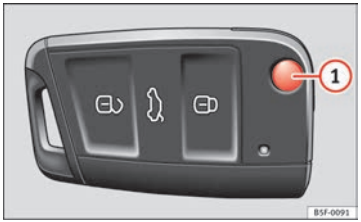
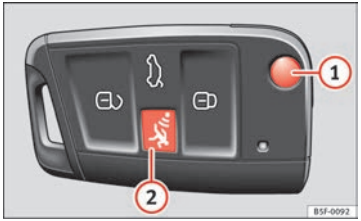

Fig. 45 Vehicle key
Fig. 46 Vehicle key with alarm button
Press button (1) ⇒ Fig. 45 or ⇒ Fig. 46 to unlock and unfold the key shaft.
- If buttons ⇒ Fig. 45 or ⇒ Fig. 46 on the vehicle key, or one of the central locking buttons ⇒ page 92 are pressed repeatedly in short succession, the central locking is briefly switched off to protect against overloading. The vehicle is then unlocked. Lock the vehicle if necessary.